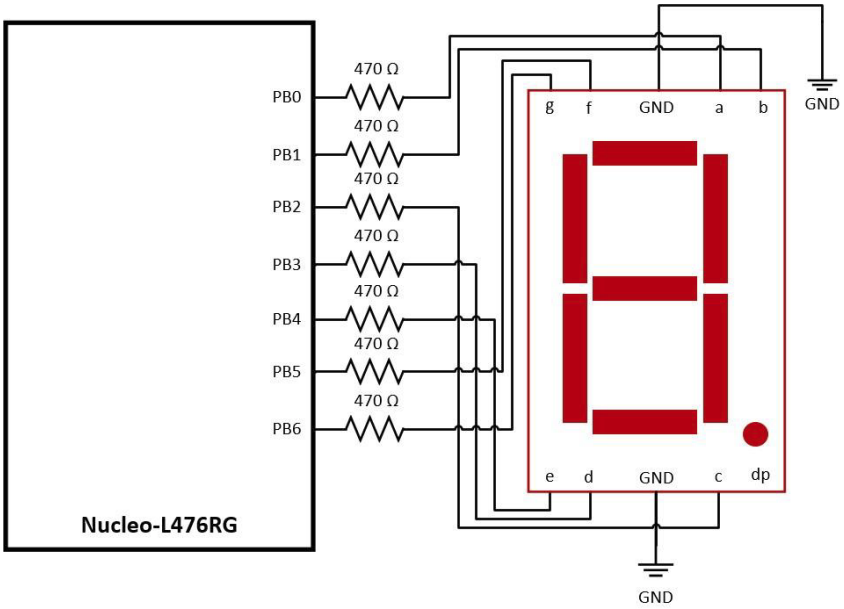
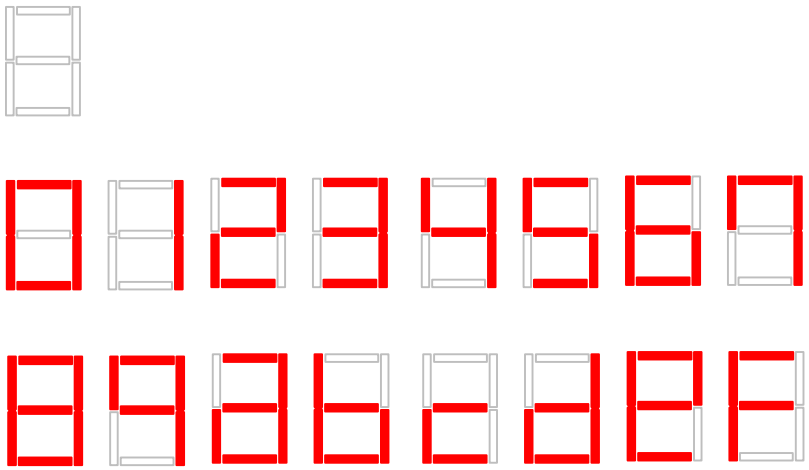

Fig. 1 The circuit diagram.
Fig. 2 The pattern of hexadecimal numbers.
1. Please implement a single digit 7-segment display hexadecimal counter which counts from 0 to F continuously with one second delay between each count. The circuit diagram is shown in Figure 1. Note that port B is used to connect the 7-segment display. Also, the pattern for number should be displayed as shown in Figure 2.